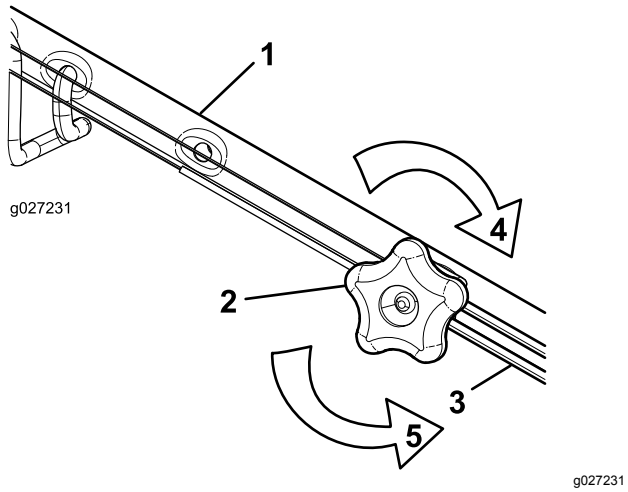

Figure 28
1. Tournez le bouton de réglage dans le sens antihoraire pour desserrer le réglage du câble (Figure 28).
2. Ajustez la tension du câble (Figure 28) en le tirant en arrière ou en le poussant en avant puis en le maintenant à cette position.